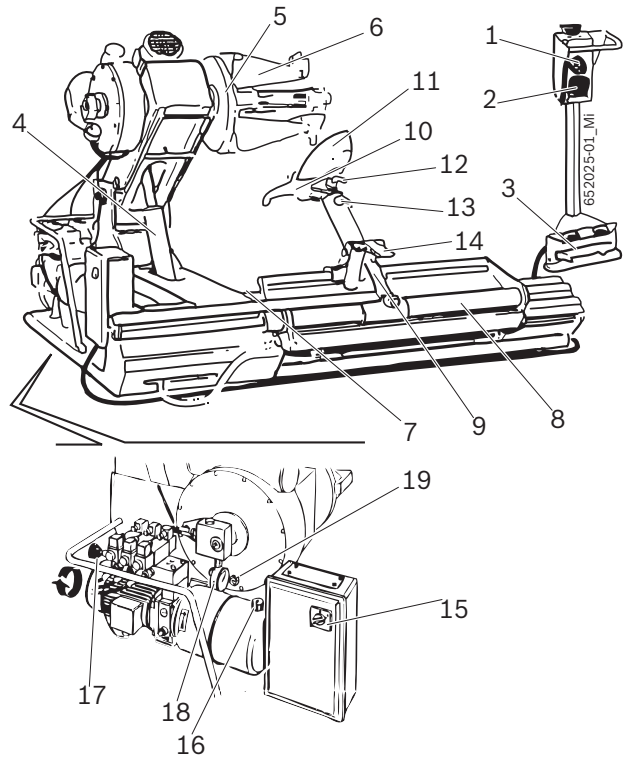

Fig. 1: MS 75 SA
La brida de ajuste funciona a través de un circuito hidráulico de alta presión regulable de 20 a 130 bar rotando la manopla correspondiente (Fig. 1, pos. 17) y leyendo el valor en el manómetro (Fig. 1, pos. 18). La presión normal de ejercicio es de 130 bar. Con las llantas ligeras o particularmente delgadas es necesario disminuir dicha presión.
Para ruedas con diámetro inferior a 800 mm o superior a 1500 mm, se aconseja quitar la toma de la herramienta de montaje (Fig. 1, pos. 12) y ubicarla en el segundo agujero.